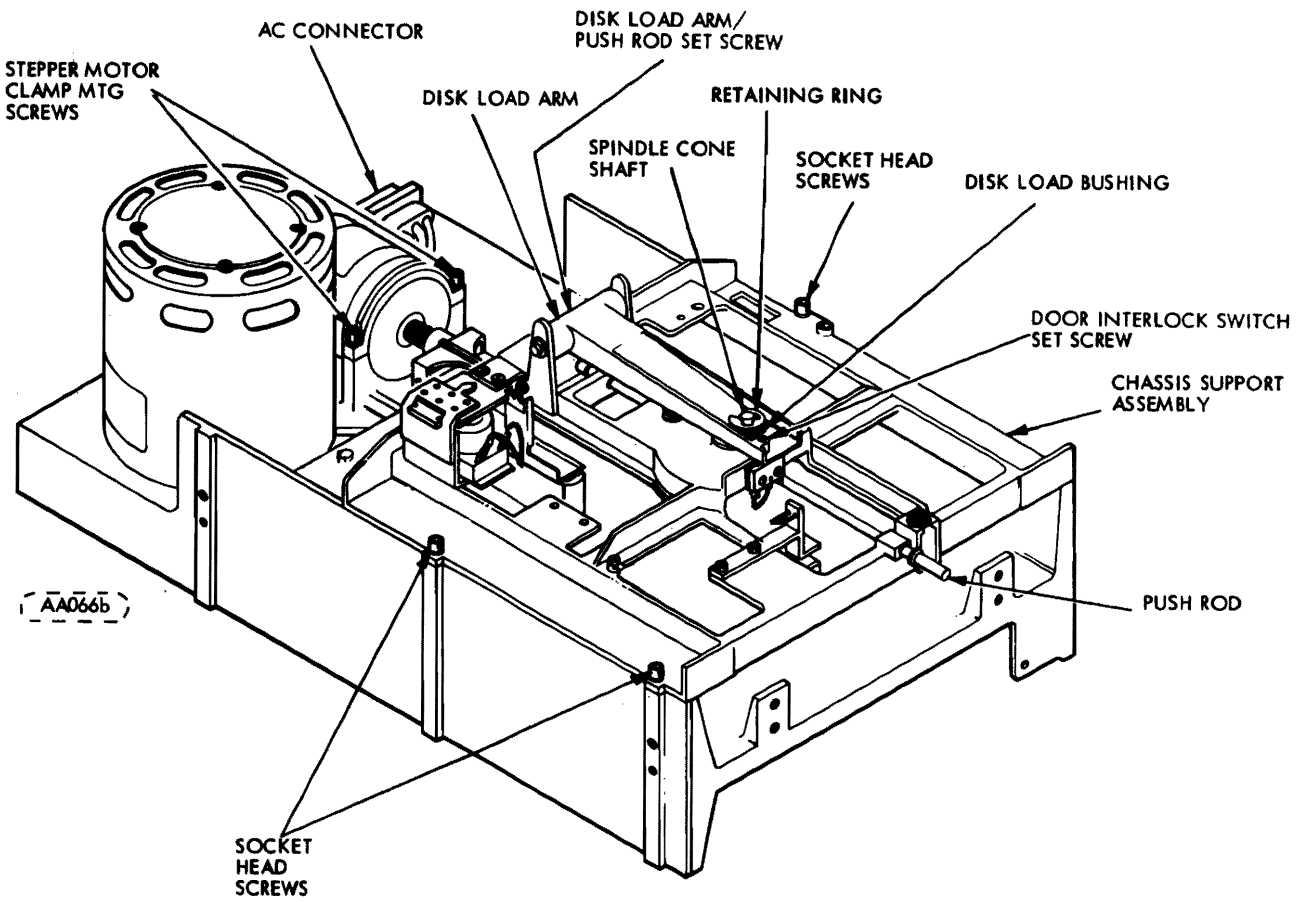
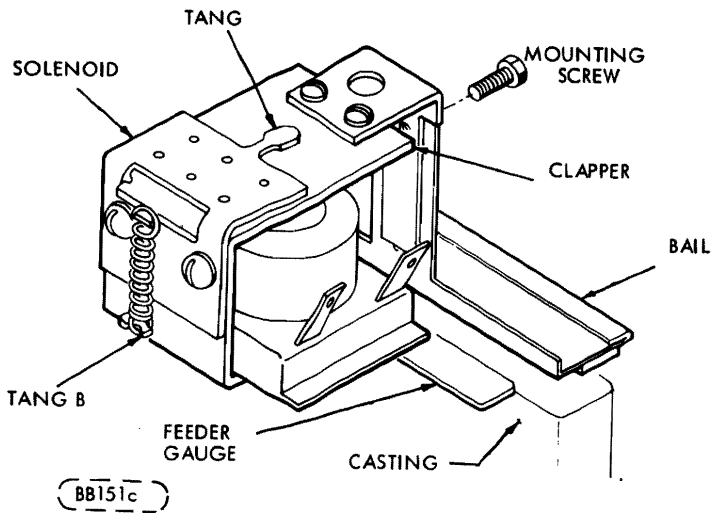

Figure 6-9. Chassis Base Assembly
Figure 6-10. Disk Load Solenoid
h. If not in alignment, loosen the stepper motor clamp mounting screws to where a gap exists between the clamp and casting (see Figure 6-9) and slowly rotate the stepper motor to adjust the amplitude until the amplitude of both lobes is the same, that is, the difference between the bottoms of both lobes is less than 5mV.
This procedure must be performed whenever chassis support (Figure 6-9) is removed and replaced.
a. With front panel door closed, verify that a gap exists between the retaining ring and the disk load bushing of approximately 0.030 inch (0.762mm) (refer to Fig. 6-9). Perform steps b and c if out of adjustment.
c. Adjust disk load arm set screw (Figure 6-9) until gap is approximately 0.030 in. (0.762mm), with door closed.
b. With door closed, adjust set-screw at end of disk load arm (Figure 6-9) while holding door closed against metal stop. Adjust set-screw until micro-switch is almost adjusted flush to top of switch case. This ensures that as the nylon tips on the push-rod wear down, the switch will still close.
c. Loosen mounting screw on bail (Figure 6-10).
a. Loosen chassis support assembly (Figure 6-9).
f. Secure socket head screws (Figure 6-9) and again recheck steps "c" through "e".
b. To adjust, loosen the two hex-head screws holding the sensor mount in place. With the front panel door open, push down on the disk load arm (Figure 6-9) to insure that the disk is in the loaded position (Figure 6-10). At the same time, grasp the end of the envelope and move from side-to-side, and forward and backward while observing the WRITE PROTECT signal at U15 pin 11. Adjust the mount until the WRITE PROTECT signal is present for any position of the envelope.
c. Remove four (4) socket head screws securing chassis support (Figure 6-9).
a. Place the tapered end of a flat head screw driver between Tang A and solenoid clapper. (See Figure 6-10).